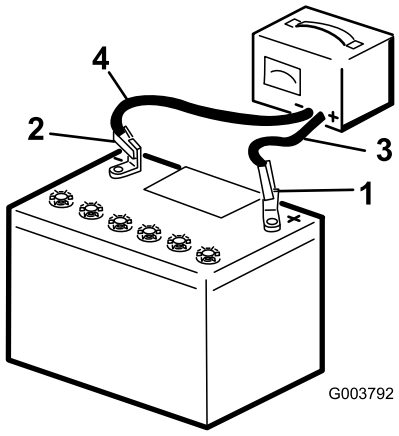

Figuur 37
3. Laad de accu 10 tot 15 minuten op bij 25 tot 30 A of 30 minuten bij 4–6 A (Figuur 37). De accu niet te ver opladen.
4. Zodra de accu volledig is opgeladen, haalt u de acculader uit het stopcontact en maakt u vervolgens de oplaadkabels los van de accuklemmen (Figuur 37).